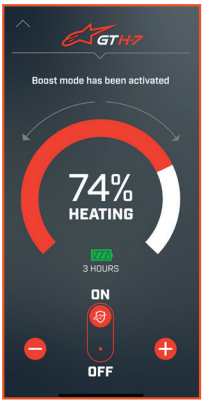

BILD 4
h. Um die automatische Handschuhsteuerung zu aktivieren oder zu deaktivieren, ziehen Sie bitte den Schieberegler in die Richtung "ON" oder "OFF" (siehe App Bild 4).